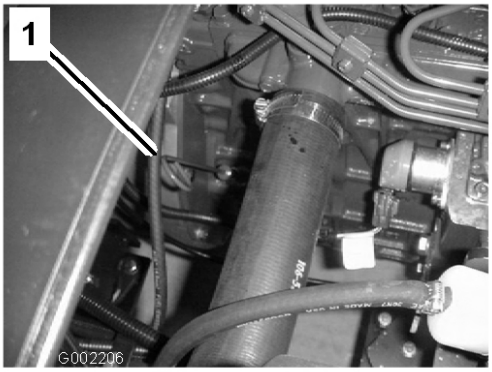

Figur 16
2. Fjern målepinden, der er placeret under passagersædet, og aftør den med en ren klud (Figur 16). Sæt målepinden ned i røret, og sørg for, at den sidder helt i bund. Fjern målepinden, og kontroller oliestanden.